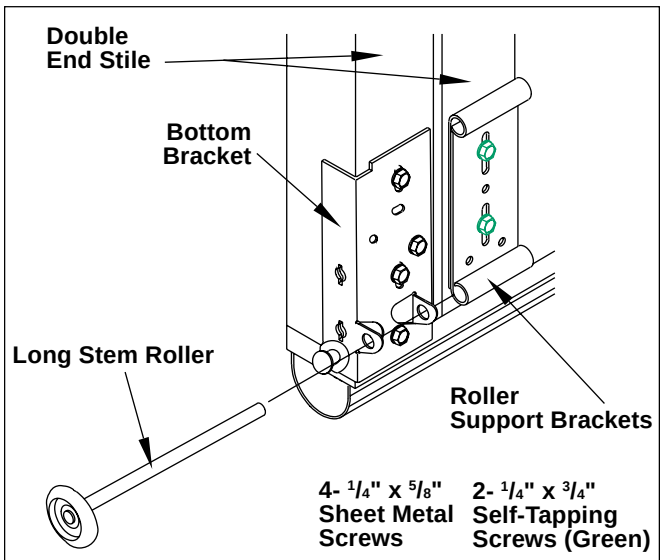

Fig. 4 BRACKET INSTALLATION
Position bottom bracket as shown in MANUAL. Align the roller support bracket tube with the roller holes in the bottom bracket, so that the long stem roller can be inserted through the bottom bracket and roller support bracket. Attach with (2) 1/4" x 3/4" self-tapping screws. (FIG. 4)